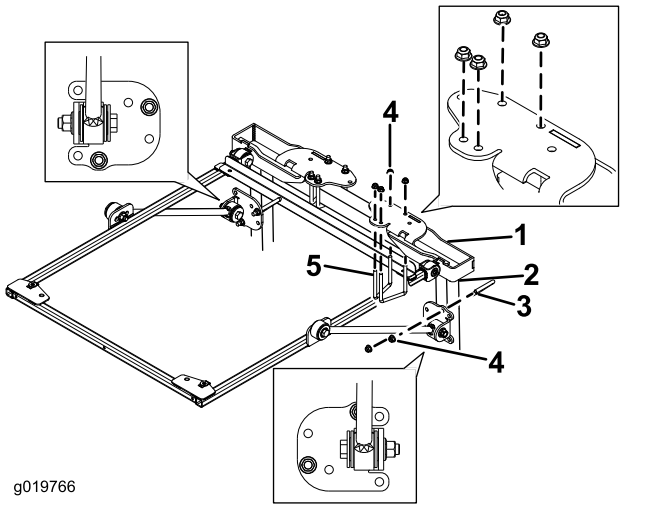

Figure 22
9. Placez les supports de montage du système ROPS en haut de l'arceau de sécurité du groupe de déplacement (Figure 22). Centrez bien l'arceau de sécurité dans les supports de montage du système ROPS.
10. Utilisez les trous indiqués à la Figure 22 pour fixer chaque support de montage du système ROPS au sommet de l'arceau de sécurité à l'aide de 2 étriers filetés (2-3/4") et de 4 écrous à embase.
11. Utilisez les trous indiqués à la Figure 22, pour fixer légèrement chacun des supports de raidisseur aux montants de l'arceau de sécurité à l'aide d'un étrier fileté (4") et de 2 écrous à embase.